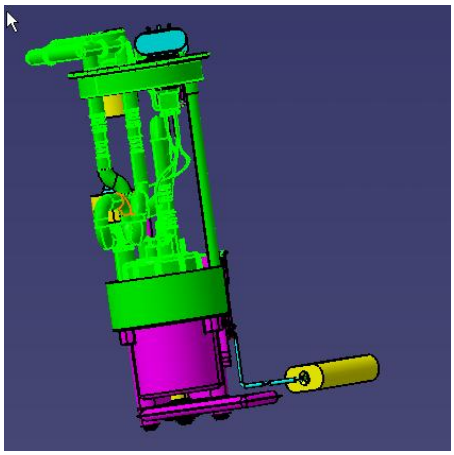

Рис. 311
**Внешний вид и контакты разъема (Рис. 311)**